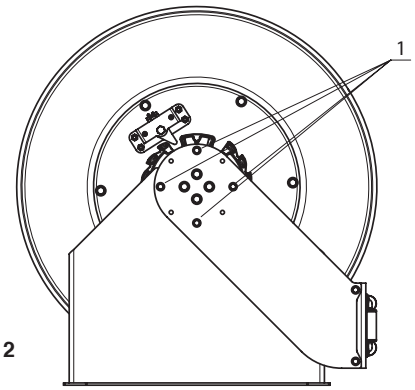

Рис. 2
Для расположения данных держателей следует ослабить и снять винты (1) (рис. 2) на обоих держателях. При этом бобина и держатель отсоединяются от рамы катушки. Затем необходимо расположить держатели в необходимом положении и зафиксировать их винтами.